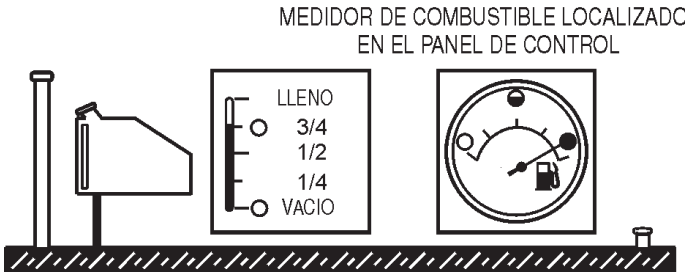

**Figura 34. Tanque del remolque lleno**
3. **NUNCA sobre llene el tanque –** Es importante leer el medidor del combustible cuando llene el tanque del remolque. **NO** espere que el combustible llegue hasta la boca de llenado Figura 34.